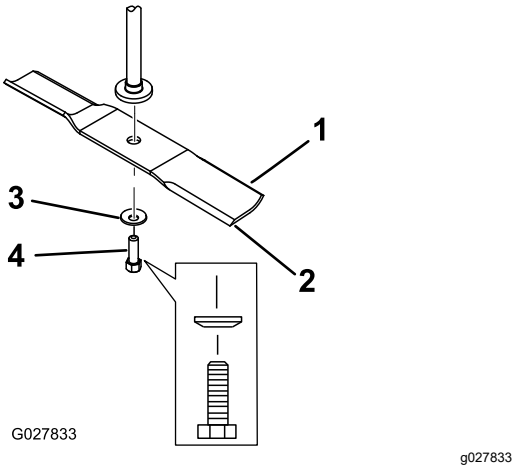

Figuur 61
2. Verwijder de mesbout, de klemring en het mes van de spilas (Figuur 61).
1. Monteer het mes op de as (Figuur 61).
2. Monteer de klemring (holle kant naar het mes toe) en de mesbout (Figuur 61).